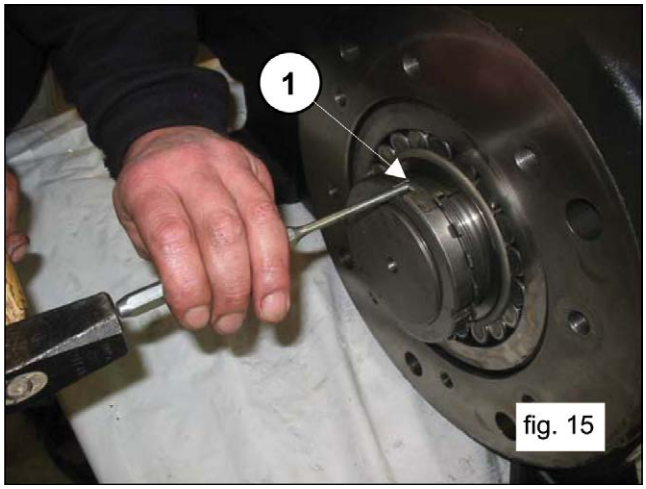

fig. 15
Lift the safety washer key (1, fig. 15)